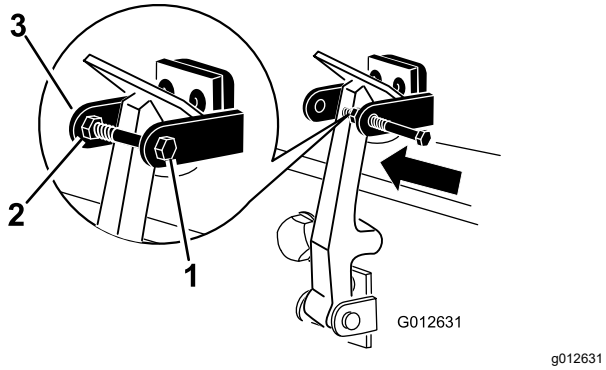

**Figur 15**
7. Skru bolten inn på den andre armen til panserlåsbraketten for å låse låsen i stilling (Figur 15).